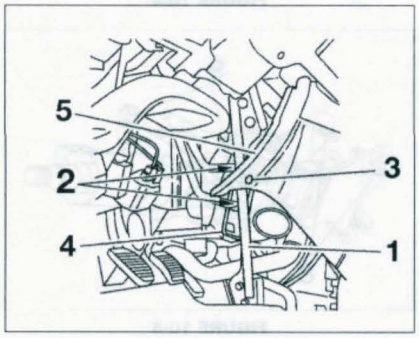

FIGURE 10-12
• Déposer le tirant (1) **(figure 10-12)**.
• Déposer les colliers (2) **(figure 10-12)** et repousser les tuyaux vers le compartiment moteur.
• Déposer la vis (3) **(figure 10-12)**.
• Déposer le radiateur de chauffage (4) en écartant la console centrale (5) **(figure 10-12)**.